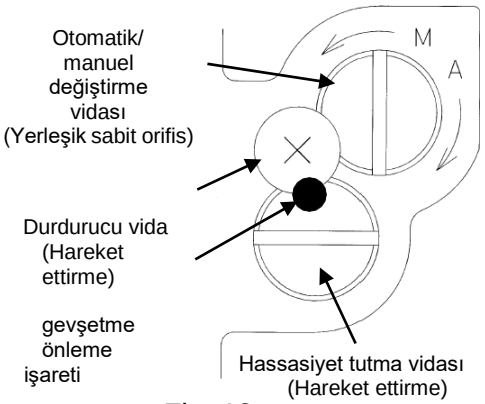

Fig. 18
∗ 6: Otomatik ve manuel mod, pilot valf ünitesi otomatik/manuel anahtar vidasını Fig 18'de gösterildiği gibi manuel (M) tarafa çevirerek değiştirilebilir. Üstteki küçük bir durdurucu vida gevşemeyi önlemek içindir ve gevşetilmemeli ve kurcalanmamalıdır. Ayrıca, fabrika sevkiyatından önce bir hassasiyet tutma vidası ayarlanmıştır ve yanlışlıkla döndürülmemelidir.